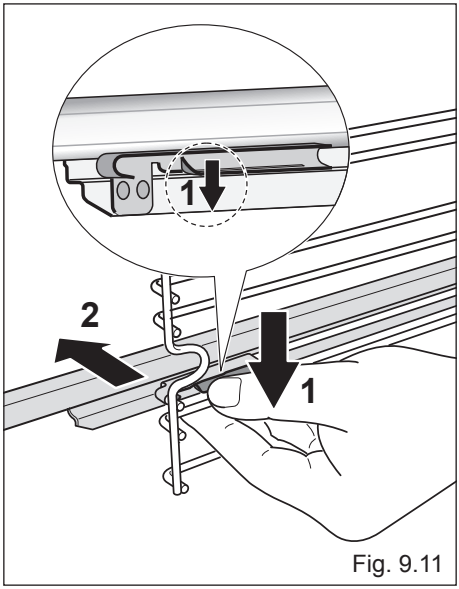

Fig. 9.11
- Find the safety locks. These are the tabs that clip over the wire of the side rack (arrow 1 in fig. 9.11).
- Pull the safety locks away from the wire to release the wire (arrow 2 in fig. 9.11).